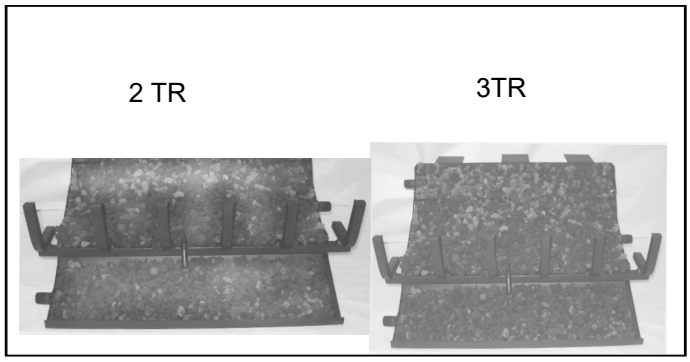

Figure 7.3 Lava Placement
2. Level the Lava Rock from side to side to ensure an even!flame pattern. At this point the pans should be half!full. See Figure 7.3.